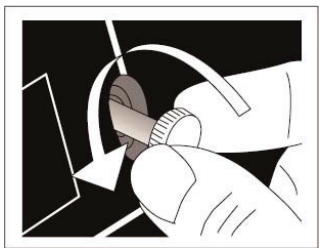

Figure 14. Opening Air Vent Screw
1. Fill fuel tank with K-1 kerosene. Turn the Air Vent Screw 3 full turns counterclockwise from the factory closed / fully clockwise position. (This will allow air to escape during operation). See Figure 14.